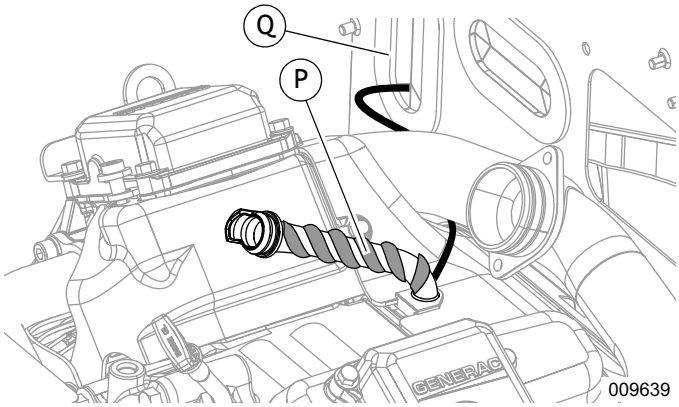

Рисунок 11. Обёртывание шланга сапуна (серия 500/1000)
5. См. *Рисунок 11*. Равномерно оберните нагревательную оболочку сапуна (P) вокруг шланга сапуна, как показано на рисунке, при этом выводные провода должны быть внизу. Для фиксации нагревателя оберните нагреватель сапуна и шланг силиконовой лентой (входит в комплект поставки).